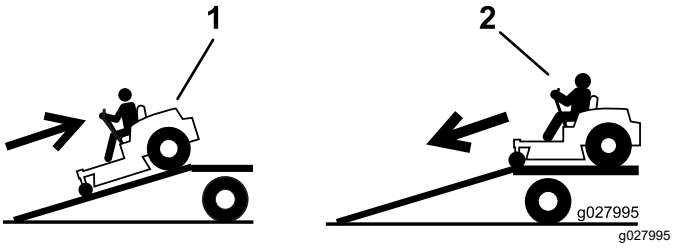

Figur 40
4. Rygg maskinen opp på rampen (Figur 40).
2. Kjør maskinen fremover ned fra rampen (Figur 40).